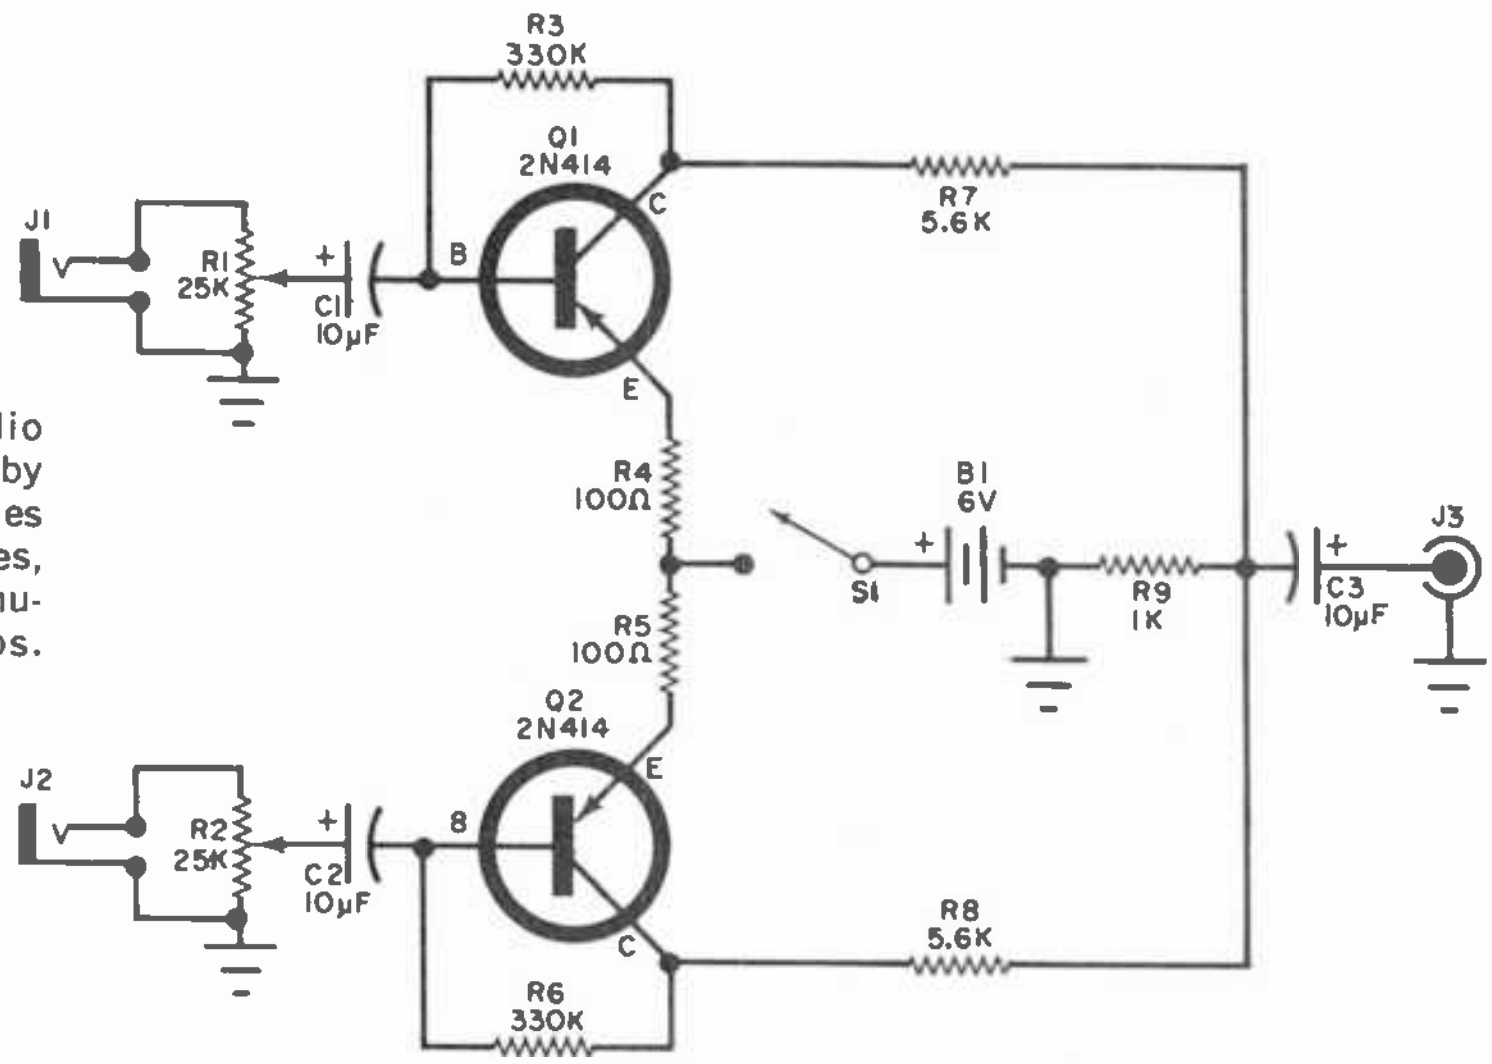

Fig. 1. Two-channel audio mixer circuit submitted by Aron J. Davidson matches low-impedance microphones, phono cartridges, and musical instrument pickups.
**Reader's Circuit.** Submitted by reader Aron J. Davidson (1004 Stratford Ave., Philadelphia, Pa. 19126), an inexpensive and easily assembled two-channel audio mixer circuit is illustrated in Fig. 1. Suitable for use with low- to moderate-impedance microphones, phono cartridges, and musical instrument pickups, it can be assembled as a self-contained "outboard" accessory or, if preferred, incorporated as a built-in feature in an existing guitar or p.a. amplifier.